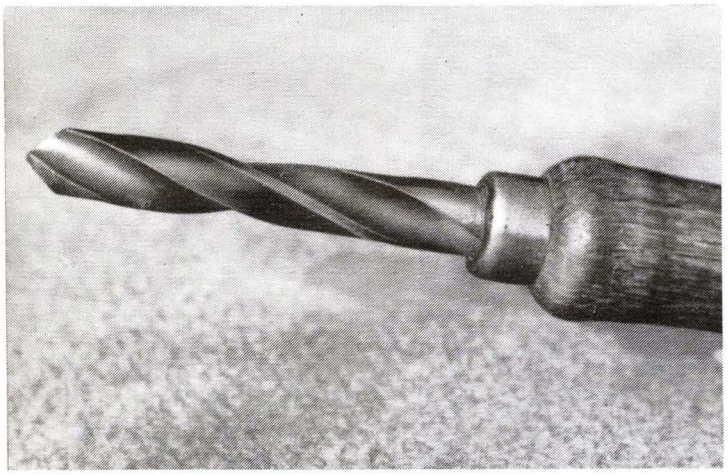

Bild 9 ▾
– etwa 2 Dutzend Holzwäscheklammern, die man sich entsprechend Bild 9 zurechtfeilt.